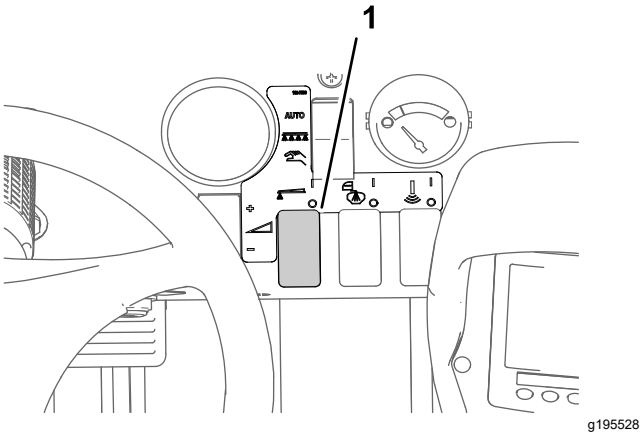

**Figur 47**
8. Använd spruthastighetsomkopplaren för att erhålla önskat tryck enligt anvisningarna i munstycksguiden som medföljer grässpridaren (Figur 47).